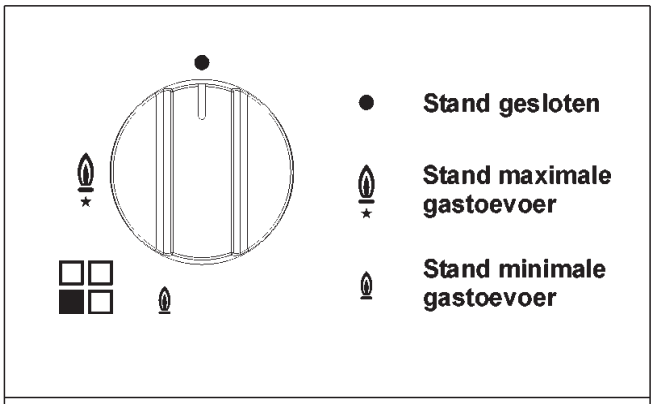

AFB. 1
De bedieningsknop voor de te gebruiken brander indrukken en tegen de klok in draaien tot de stand Maximum (grote vlam afb. 1) en een aangestoken lucifer tegen de brander houden.
De bedieningsknop voor de te gebruiken brander indrukken en tegen de klok in draaien tot de stand Maximum (grote vlam afb. 1) en vervolgens de ontstekingsknop “E” indrukken en weer loslaten.
De bedieningsknop voor de te gebruiken brander indrukken en tegen de klok in draaien tot de stand Maximum (grote vlam afb. 1) en vervolgens de helemaal indrukken.
Voor de branders voorzien van veiligheidsthermokoppel dient u de bedieningsknop voor de betreffende brander tegen de klok in te draaien tot de stand Maximum (grote vlam afb. 1) tot u een kleine weerstand voelt. Vervolgens drukt u de bedieningsknop in en herhaalt u de hierboven aangegeven handelingen.
- Zet de bedieningsknop op de stand Minimum (kleine vlam afb. 1), wanneer het kookpunt bereikt is.
- ***het ontsteken van de branders met veiligheidsthermokoppels is alleen mogelijk wanneer de bedieningsknop op de stand Maximum (grote vlam afb. 1) staat.***